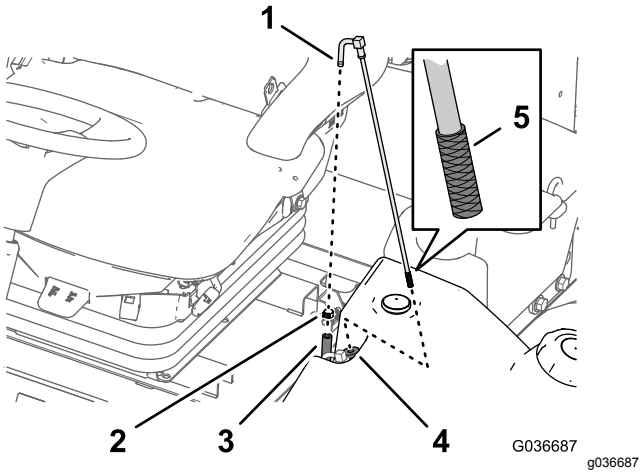

Figur 73
1. Fjern slangeklemmen som fester drivstofforsyningsslangen til koblingen på drivstoffoppsamlingsslangen (Figur 73).
2. Skill slangen fra koblingen (Figur 73).
3. Løft drivstoffoppsamlingsslangen fra drivstofftanken (Figur 73).
4. Rengjør eventuelle rester fra skjermen på enden av drivstoffoppsamlingsslangen (Figur 73).
5. Før drivstoffoppsamlingsslangen gjennom gummihylsen og inn i tanken (Figur 73).